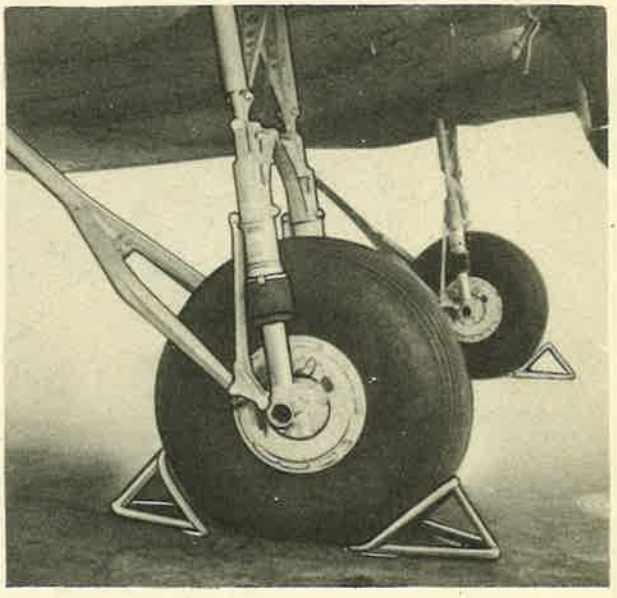

Figure 48—Chocks Installed at Main Wheels
(4) CHOCKING WHEELS.–Chocks should be placed fore and aft of both main wheels (figure 48) whenever the airplane is left unattended for any length of time, particularly during overnight parking, and always when the airplane is moored. Chocks should also be placed *in front* of the main wheels during engine testing, or during engine warm-up preparatory to take-off. A chock consists of a wedge-shaped frame of tubular metal. It is placed in position by firmly wedging it into the angle formed by a main wheel and the ground. The purpose of chocks is to keep the airplane from moving on the ground. Chocks must be removed from the wheels before an attempt is made to put the airplane in motion.